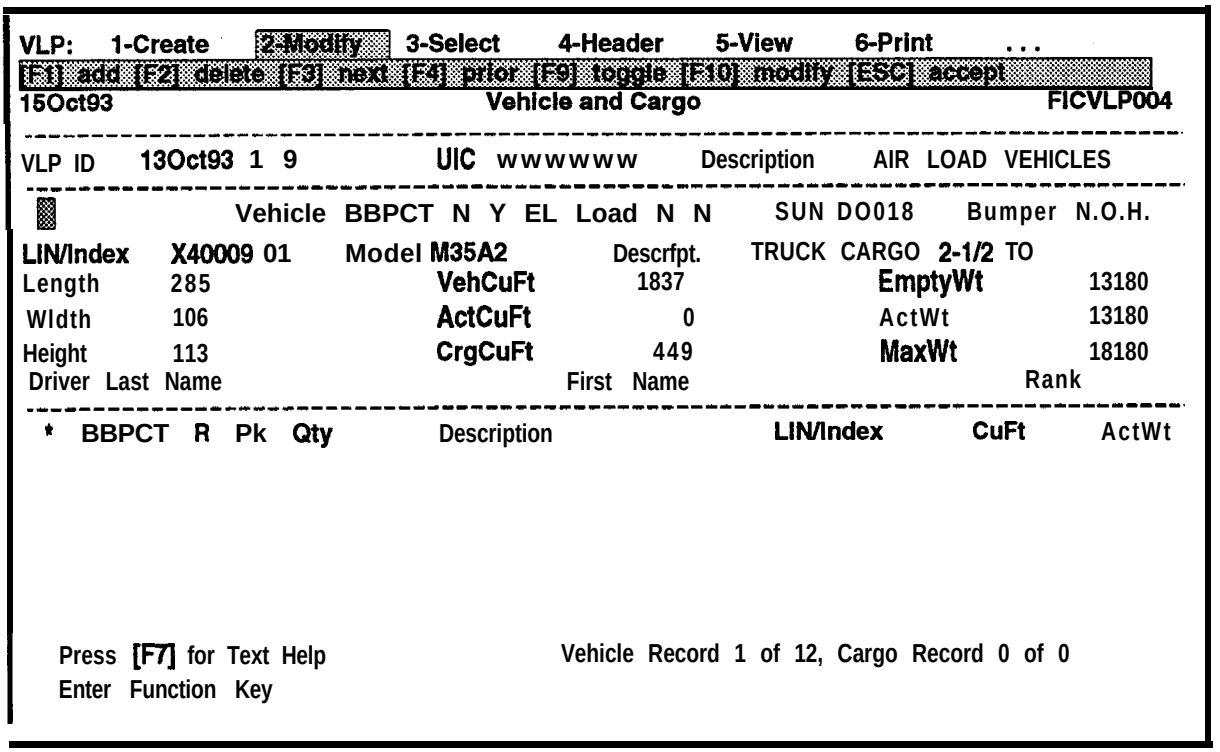

Figure 8-28. Vehicle and Cargo Screen Showing Vehicle Information
(1) Enter **n** in response to this prompt and you will be returned to the Equipment Selection window where you can select or deselect additional vehicles. In this case, repeat the procedures in paragraphs e. and **f.** above.
(2) Enter y in response to this prompt and the Vehicle and Cargo screen will be displayed with the vehicle identification information and the dimensional data for the first selected vehicle as shown in Figure 8-28.